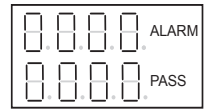

Fig. 1
1. **Startup:** The system under the shutdown mode can be started by pressing “RES” for more than 1s. The system performs the signal self-inspection during the startup. If the inspection meets the requirement, a “0” will be shown, if the inspection fails to meet the requirement, an “E” will be shown. After the inspection finishes and the frequency setting is OK, the main interface will be shown as in Fig. 1:
Method for saving set parameters: After a parameter is set, press “ENT” in the interface showing “d001” (see Fig. 25), the parameter will be saved in the system. After the parameter is saved, the main interface will be shown automatically (see Fig. 1). The number of passed persons and alarms will be reset.
The main interface will be shown again after the saving (Fig. 1). The number of passed persons and alarms will be reset.